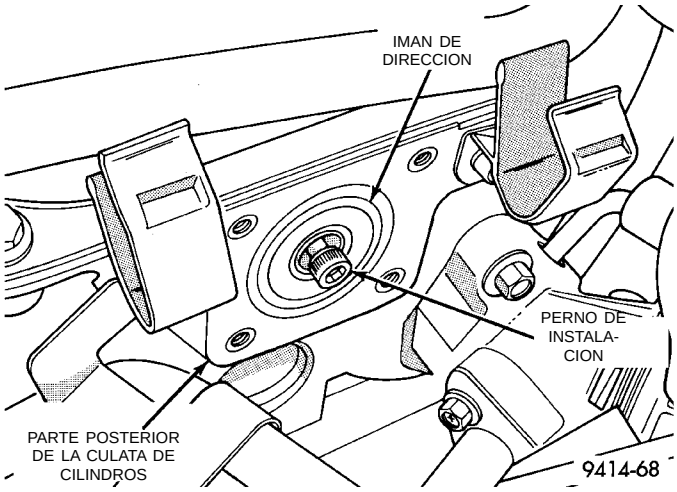

Fig. 33 Desmontaje/instalación del imán de dirección
(3) Desconecte los conectores eléctricos de los sensores de refrigerante del motor y de posición del árbol de levas.
(4) Retire la manguera del multiplicador de freno y conector eléctrico de los casquillos situados en el extremo de la tapa de la culata de cilindros.
(5) Retire los tornillos de instalación del sensor de posición del árbol de levas. Retire el sensor.
(6) Afloje el tornillo que fija el imán de dirección a la parte posterior del árbol de levas (Fig. 33).